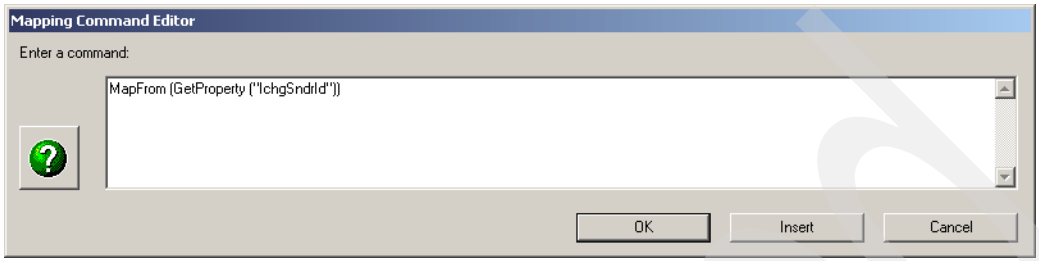

Figure 18-23 Select property
8. Simply select the **"IchngSndrId"** when entering a value for the GetProperty() parameter. The mapping command editor appears as shown in Figure 18-23.